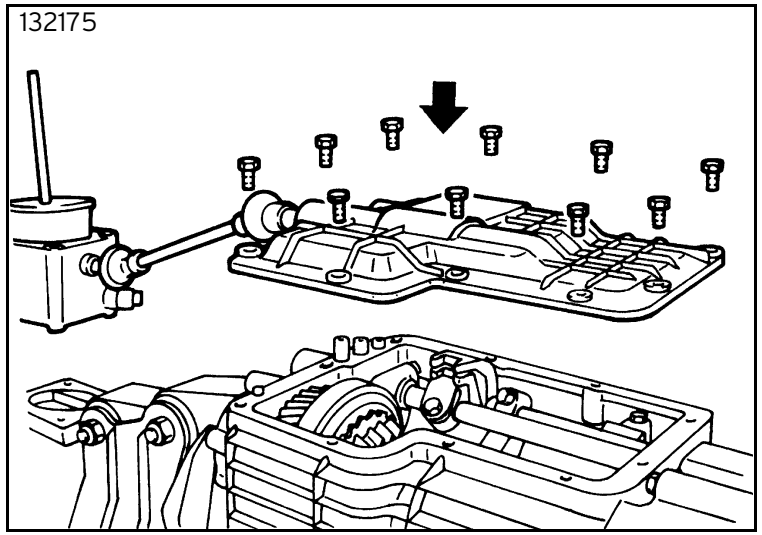

Fig. 76
- spread Loctite 518 sealant on the sealing surfaces, then fit the turret-cover assembly and tighten the upper cover securing screws to the specified torque (figure 76);